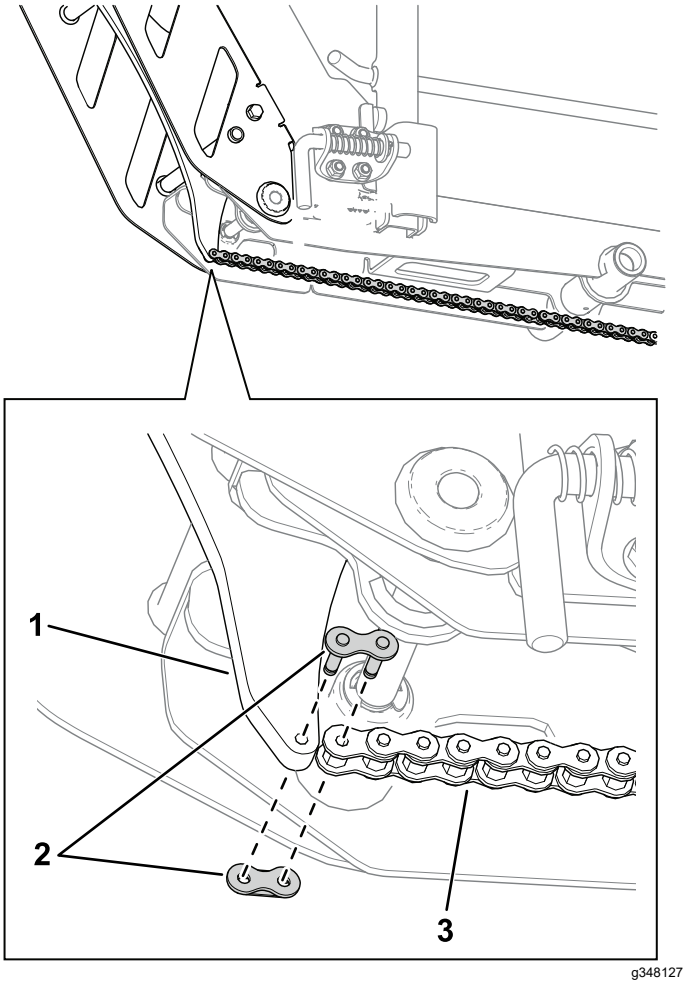

Rysunek 17
11. Użyj ogniwa łańcucha, aby połączyć każdy łańcuch z zespołami najazdu (Rysunek 17).